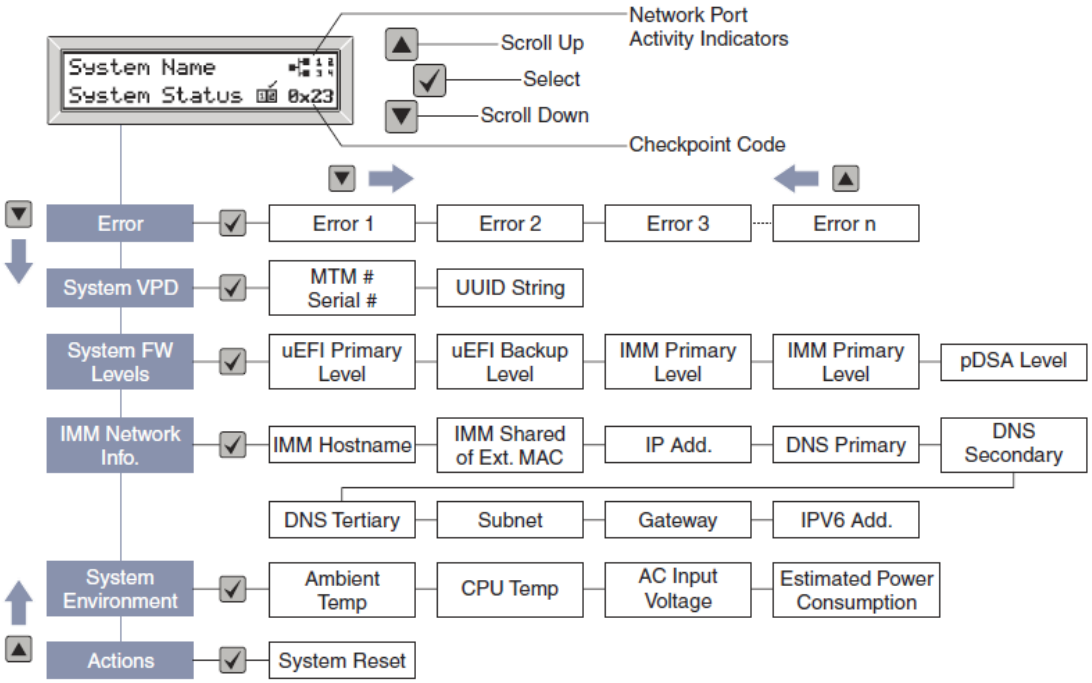

**Figure 24: LCD information display panel menu options flow**
**Figure 24** shows the LCD information display panel menu options flow.